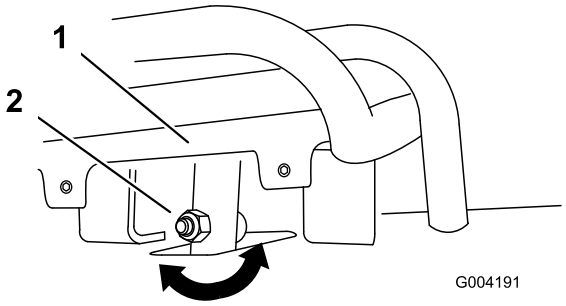
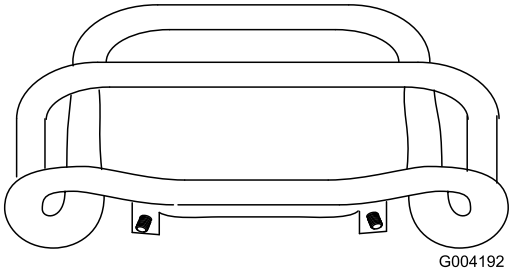

Figuur 54
Figuur 55
4. Als de voorzijde van de tractiebediening niet gelijk en recht tegen de referentiebalk rust, draai dan de flensmoer en bout van de tractiebediening los (Figuur 54).
5. Stel de tractiebediening zo af, dat deze gelijk en recht tegen de referentiebalk rust als de bediening recht naar achteren wordt getrokken (Figuur 54 en Figuur 55).
C. Draai de flensmoer en bout in de stang van de tractiebediening los (Figuur 54).
I. Stel de tractiebediening zo af, dat deze gelijk en recht tegen de referentiebalk rust als de bediening recht naar achteren wordt getrokken (Figuur 54 en Figuur 55).